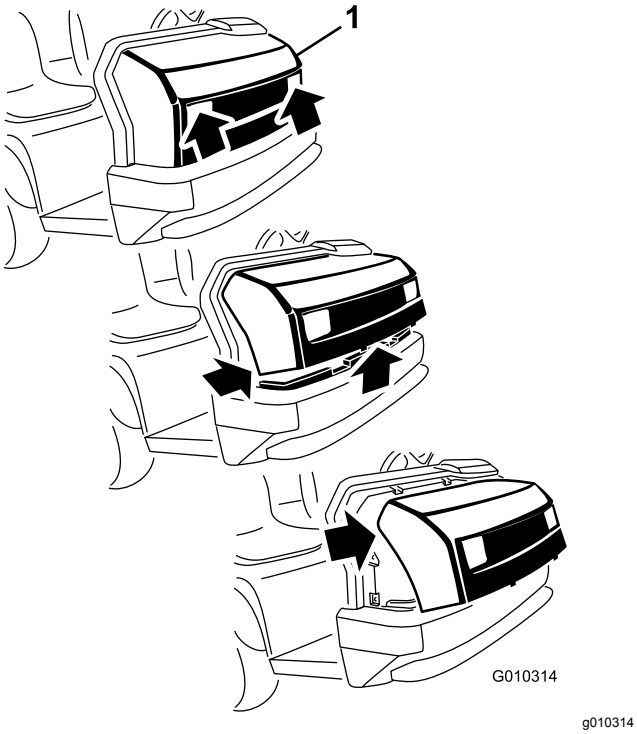

Figur 35
1. Mens du har fat i motorhjelmens forlygteåbninger, løfter du op i motorhjelmen for at frigøre de nederste monteringstapper fra stelrillerne (Figur 35).
2. Drej den nederste del af motorhjelmen opad, indtil du kan trække de øverste monteringstapper af stelrillerne (Figur 35).
3. Drej den øverste del af motorhjelmen fremad, og kobl ledningsstikkene fra forlygterne (Figur 35).
2. Indsæt de øverste monteringstapper i stelrillerne (Figur 35).
3. Indsæt de nederste monteringstapper i stelrillerne (Figur 35).